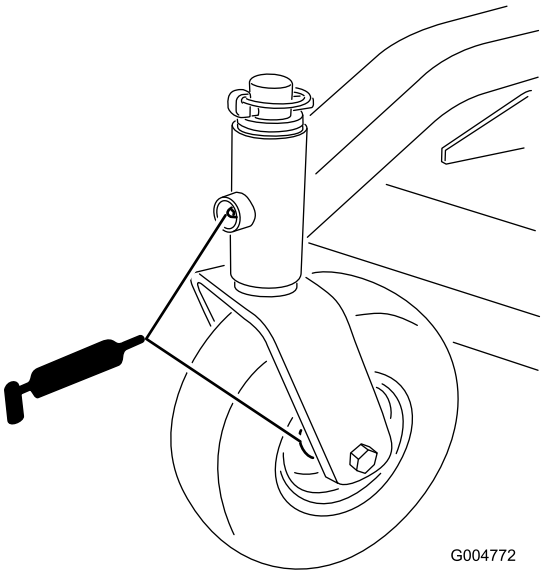

Figura 25
1. Lubrique los cojinetes de las ruedas giratorias delanteras y los pivotes delanteros (Figura 25).
4. Retire el retén de las ruedas traseras. Lubrique el cojinete de las ruedas (Figura 25).